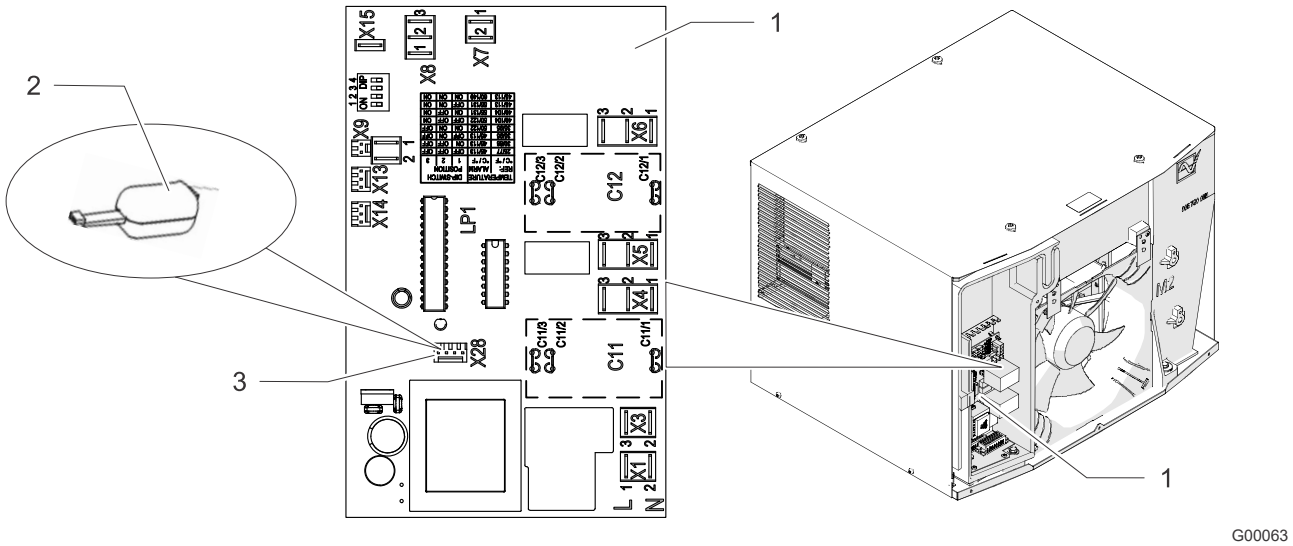

Fig. 27: Service interface
- The connection for the USB adapter (Fig. 27, item 2) is marked on the circuit diagram with the device tag X28 (Fig. 27, item 3).
The controller board (Fig. 27, item 1) with the service interface X28 (Fig. 27, item 3) is accessible.
2. Connect the USB adapter (Fig. 27, item 2) to the service interface X28.